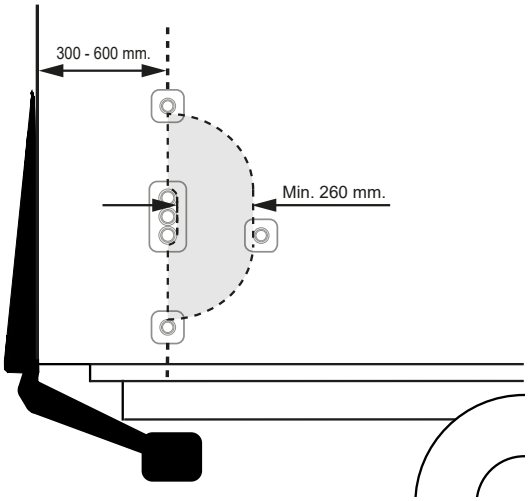

*Figura 59. Montaje del actuador CD 1 a dos manos.*
2. La distancia entre el borde trasero del vehículo y el centro de los dispositivos de mando debe ser 300-600 mm. Las distancias entre los dispositivos de mando deben ser de 260 mm como mínimo. Véase Figura 59.